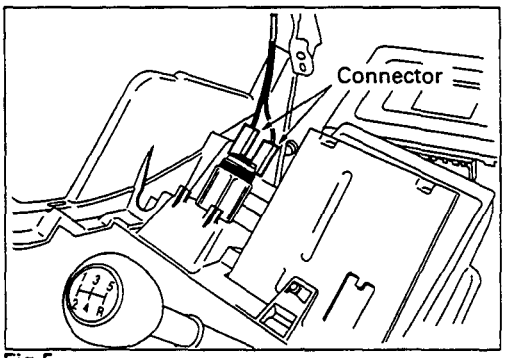

Fig.5
13. **Instrument Panel Lower Center Cover Assembly (Fig.5)**